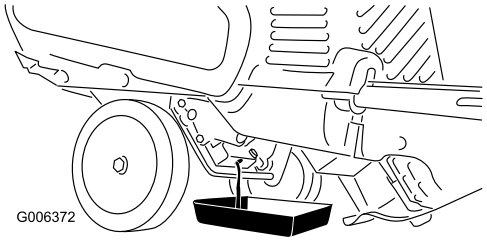

Figure 26
3. Place an oil-drain pan under the oil-drain plug, remove the oil-drain plug, and tip the machine backward and drain the used oil in the pan Figure 26).